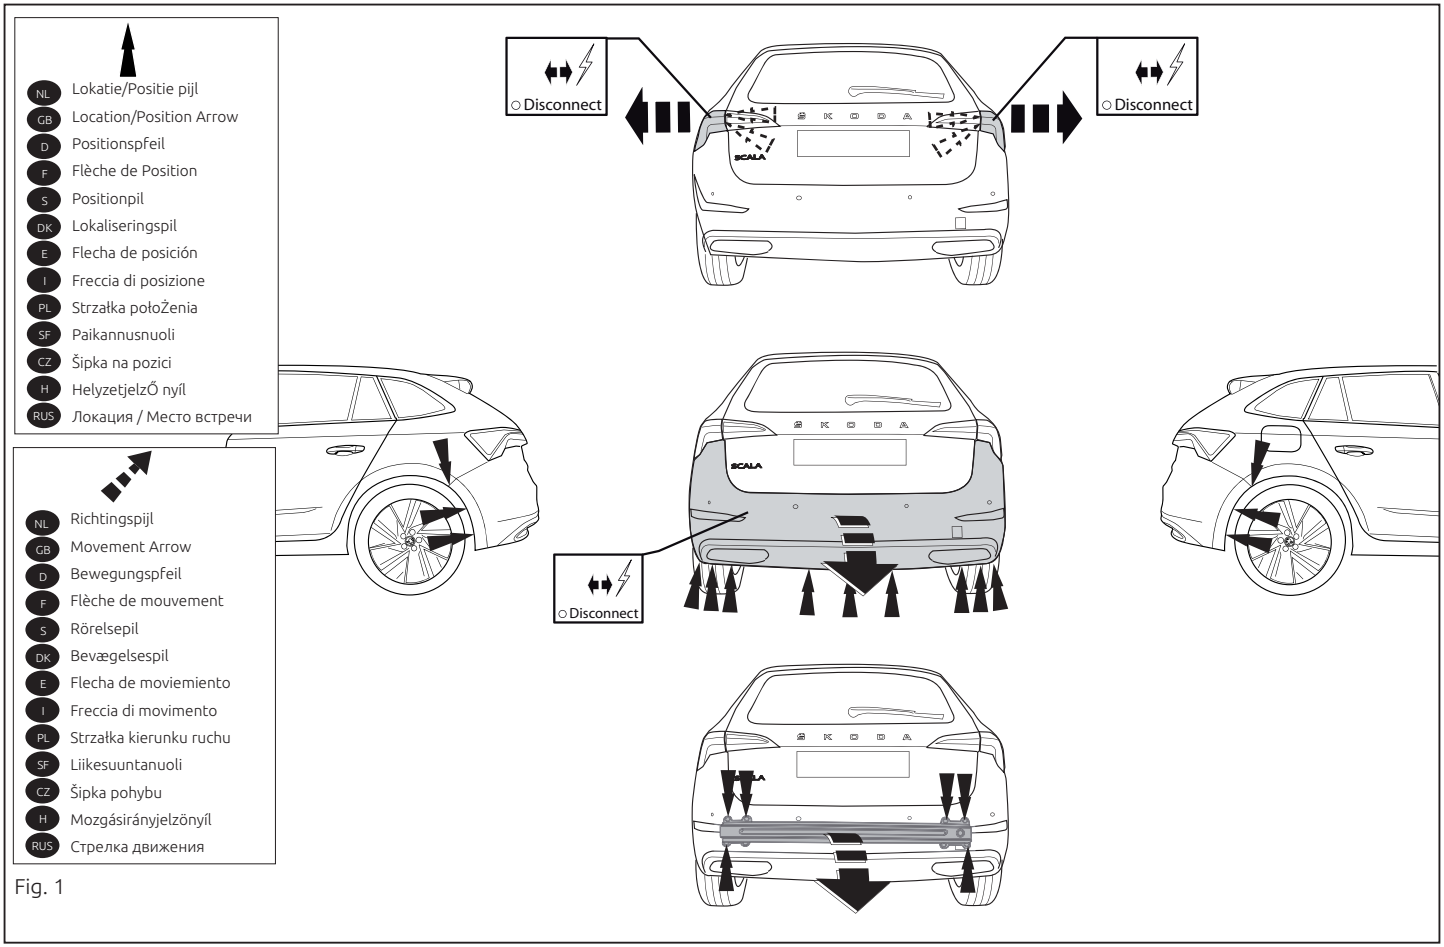

Fig. 1
1. Снять оба блока задних фар. Снять бампер вместе со буферным брусом автомобиля. Буферный брус больше не понадобится. Поставить болты на место. См. рисунок 1.